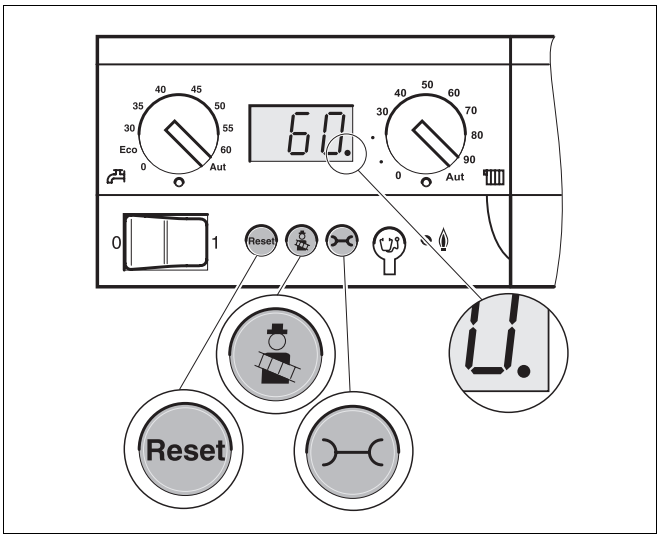

Rys. 49 Sterownik bazowy Logamatic BC10
- Nacisnąć jednocześnie przyciski "Test spalin" i "Stan pracy" przez ok. pięć sekund, aby przejść do trybu pracy z mocą częściową (rys. 49). Na wyświetlaczu pojawi się wskazanie "L--".
- Za pomocą przycisku "Test spalin" (rys. 49, wyższa wartość) lub przycisku "Reset" (rys. 49, niższa wartość) ustawić kocioł na moc częściową "L60" dla wariantów 18 kW lub na "L70" dla wariantów 25 kW. Palnik przełącza się na 1 stopień.